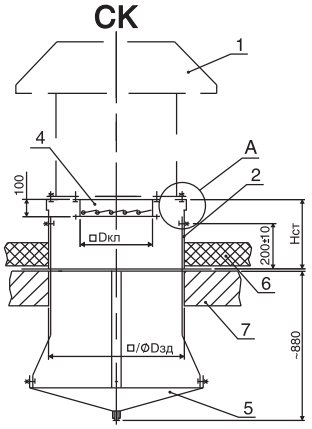
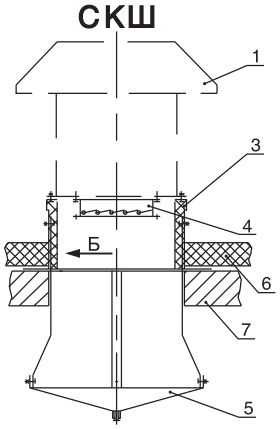

Fig. 1
Fig. 2
As an example, Fig. 1 demonstrates mounting of ВРКШ (VRKSh) fan on СК (SK) roof fan curb, and Fig. 2 demonstrates mounting on СКШ (SKSh) roof fan curb.